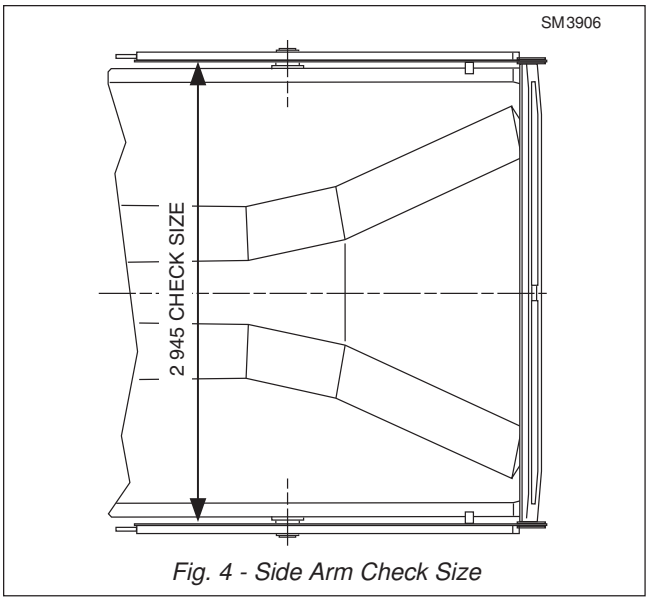

Fig. 4 - Side Arm Check Size
4. Lift both tailgate side arms (1 and 2) into position on their respective stub shafts, correctly orientated. Measure the linear distance between the two side arms (1 and 2), which should be in accordance with the reference dimension identified on Figure 4. If necessary, remove the side arms (1 and 2) and insert sufficient shims (8) over the stub shafts (5), in order to achieve the reference dimension of 2945 mm, then re-fit the side arms (1 and 2) and check the dimension again.